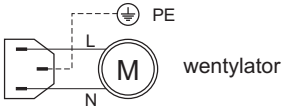
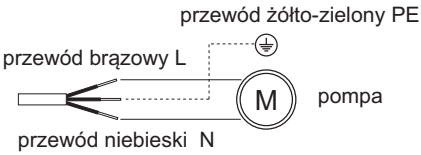

Rys. 4 Schemat podłączenia przewodu do wentylatora
Rys. 5 Schemat podłączenia przewodu do pompy
1. Podłączyć do wentylatora oraz pomp odpowiednie przewody zasilające Rys. 4 i Rys. 5.